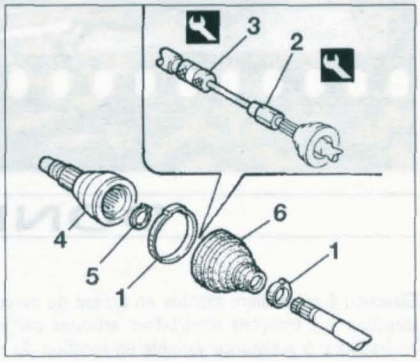

Figure 4-3
• Scier et déposer les deux colliers de fixation (1) du soufflet.
• Visser sur la transmission un manchon fileté (2) puis sur celui-ci un extracteur à inertie (3) **(figure 4-3)**.
• Extraire le bol (4) de l'arbre de la transmission.
• Déposer le jonc d'arrêt (5) de l'arbre, puis le soufflet (6).
• Reposer le bol (4) sur l'arbre de la transmission à l'aide des outils utilisés à la dépose.